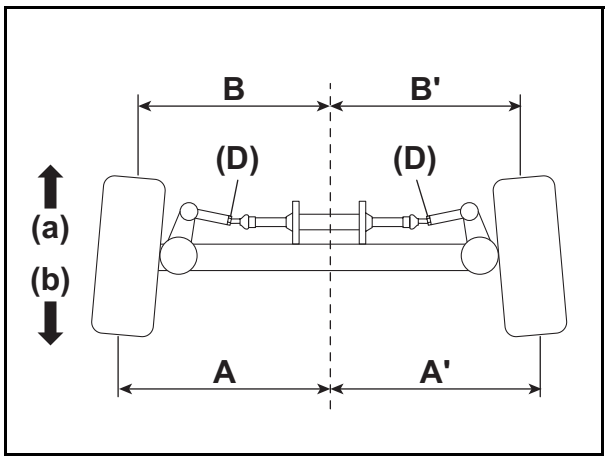

Fig. 4
4. If the difference is wider than 0.3 in. (7 mm) and both sides difference is not equal, adjust them with Tie-rod (Fig. 4, (D)).